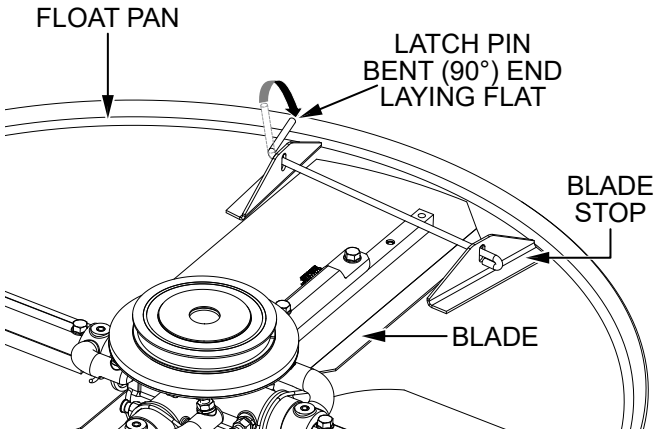

Figure 23. Latch Pin Placement
4. After it has been routed through the blade stop holes, rotate each latch pin so the end that is bent approximately 90 degrees lays flat on the surface of the float pan. See Figure 23.